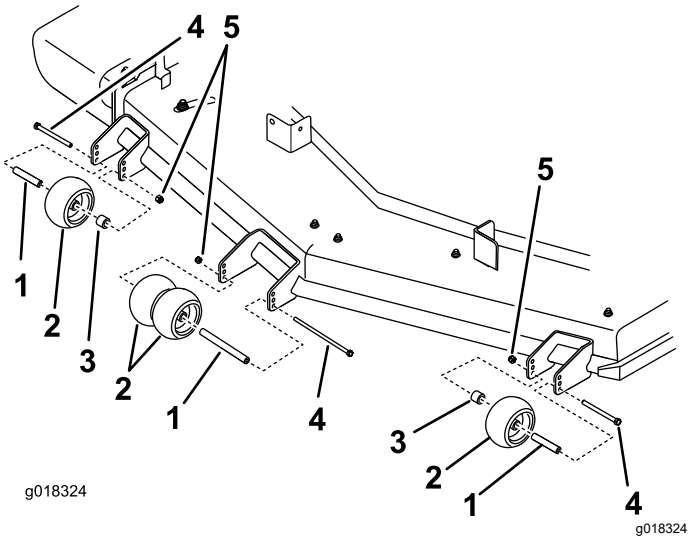

Figura 21
4. Asegúrese de que los espaciadores y los casquillos están instalados (Figura 21).